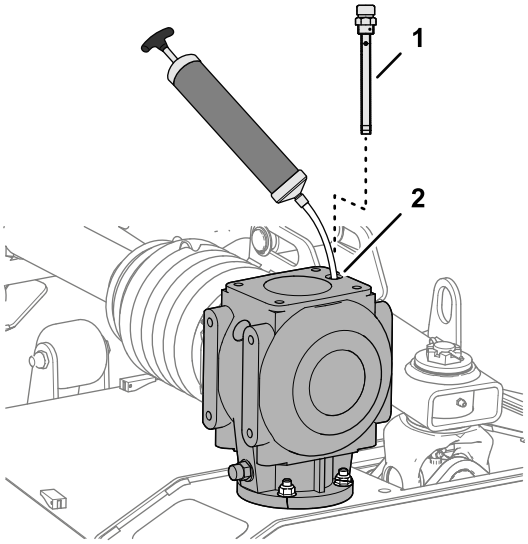

Rysunek 62
1. Wyjmij bagnet poziomu z góry przekładni (Rysunek 62).
2. Przez otwór bagnetu włóż pompkę i odciągnij olej z przekładni (Rysunek 62).